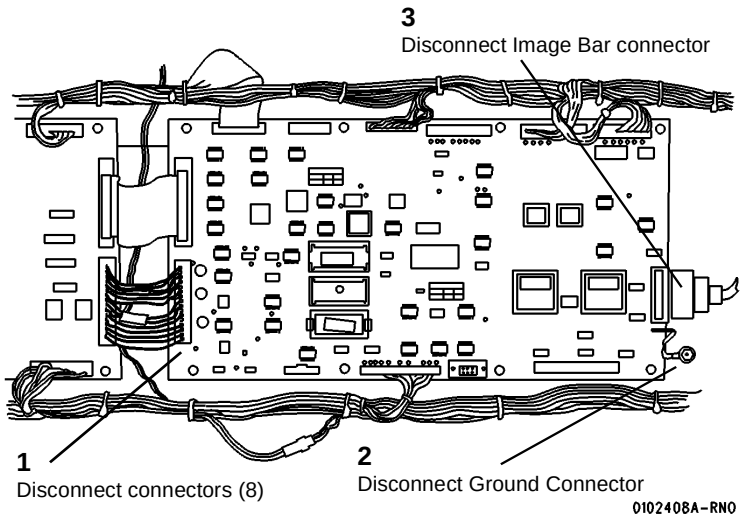

**Figure 2 Ground Connector location on Main PWB**
4. (Figure 2): Disconnect the 10 connectors from the Printer Main PWB.